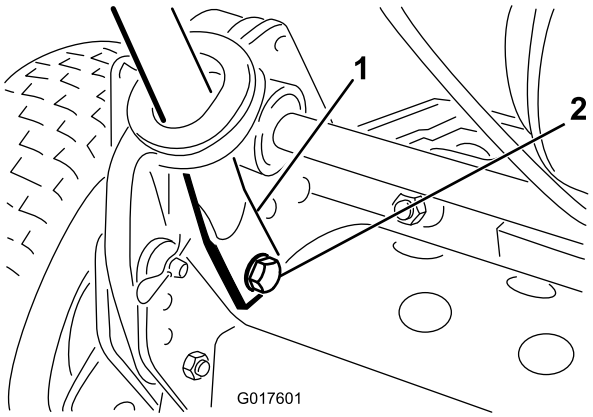

**Figur 4**
4. Kläm ihop handtagens ändar inåt och montera dem på fäststiften (Figur 4).
5. Sätt fast handtagsändarna på fäststiften med bifogade skruvar, brickor och låsbrickor (Figur 4).
6. Sätt fast styrarmarnas nedre delar på båda sidorna av klipparen med de skruvar och låsmuttrar som du tog bort tidigare (Figur 4). Se till att du monterar styrarmens bussningar i monteringshålen.
7. Fäst styrarmarna bakpå ramen med de hårnålssprintar och ringbultar som tidigare avlägsnades (Figur 4).